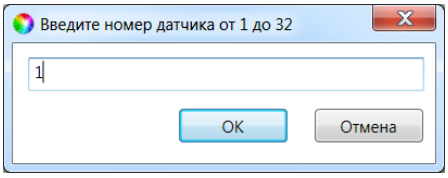

Рис. 4.2. Ввод номера радиоизвещателя
6.2. В открывшемся окне укажите номер извещателя (от 1 до 32) из числа еще не занятых и нажмите кнопку *OK* (рис. 4.2).